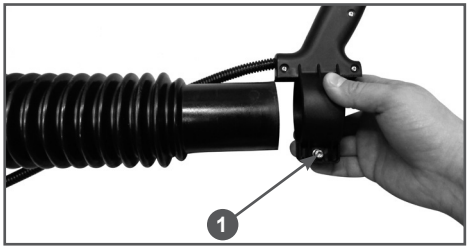

Рис. 3 Установка рукоятки управления
2. Наденьте рукоятку управления на свободный конец гибкой трубы (Рис. 3). При необходимости, ослабьте винт хомута крепления рукоятки управления ключом шестигранным 4 мм из комплекта поставки устройства.